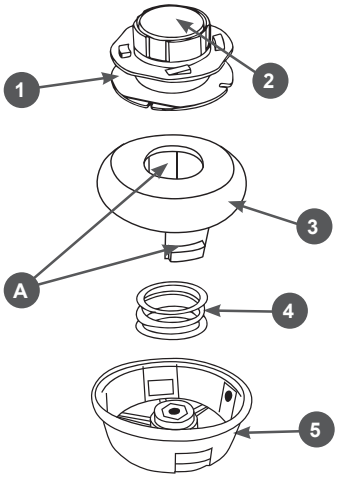
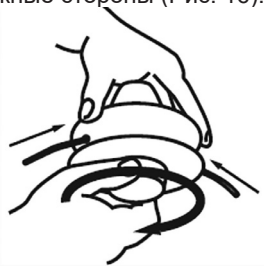

Рис. 12 Конструкция триммерной головки
Рис. 15 Намотка корда
1. Отожмите защелки А и снимите крышку 3, извлеките катушку 1 с гайкой 2 (Рис. 12). Удалите остатки корда с катушки. Соберите триммерную головку обратно.
3. Намотайте корд на катушку. Для этого нажмите на гайку 2 (Рис. 12) и вращайте ее по часовой стрелке, как показано на Рис.15 до тех пор, пока не останутся концы длиной примерно 10-15см.